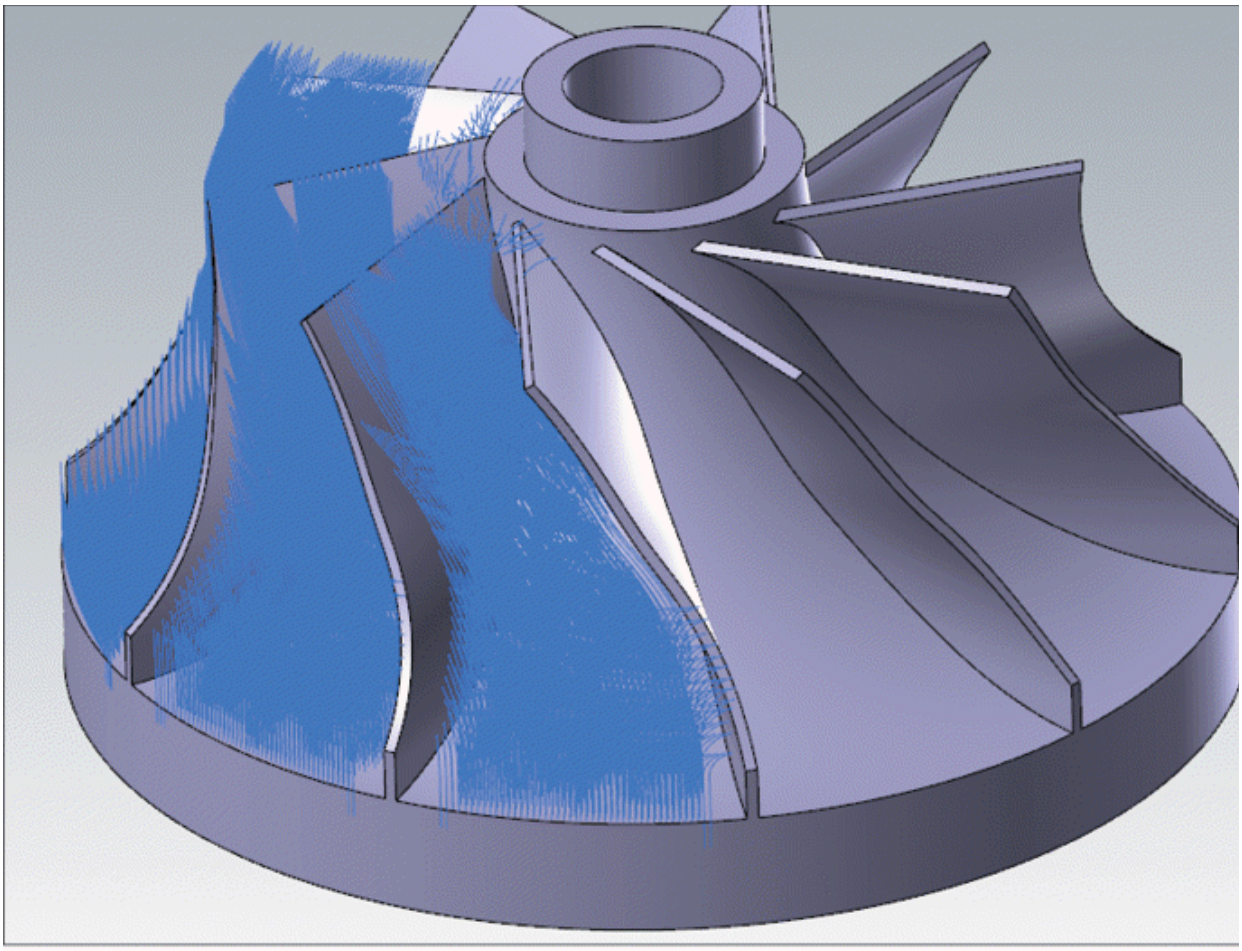

Figure-62. Cutting motion of Blade Expert toolpath
- Specify other parameters in the dialog box as discussed earlier and click on the **OK** button to generate toolpath; refer to Figure-62.